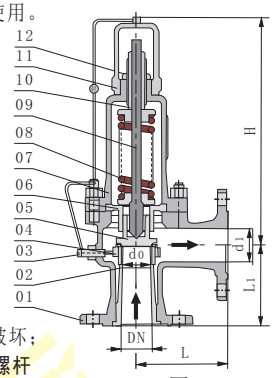

图2
1、开启压力已经调整好的安全阀，若回座压力及排放压力不符合要求，则可利用改变调节圈04[见图2]的位置来调整，调节圈有单调节圈和双调节圈之分；